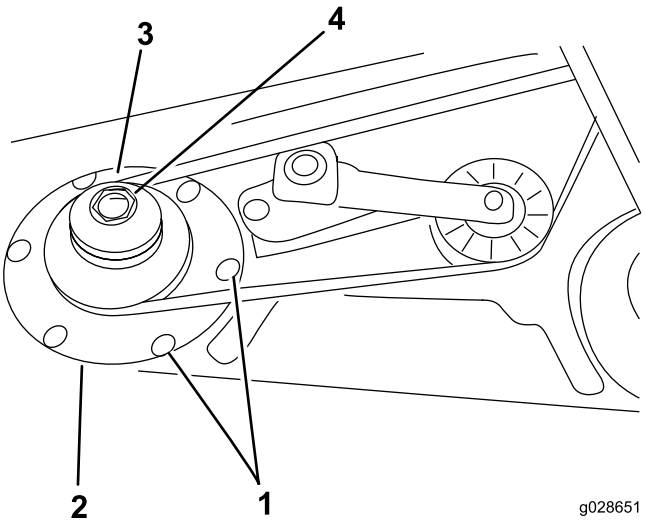

Figuur 4
4. Verwijder de riem van de aspoelie aan de rechterkant (Figuur 4).
5. Verwijder de 6 slotbouten en 6 flensmoeren waarmee de asbehuizing en de steunring bevestigd zijn aan het maaidek (Figuur 4). Bewaar het bevestigingsmateriaal.
9. Schuif de nieuwe dubbele aspoelie op de as (Figuur 4).